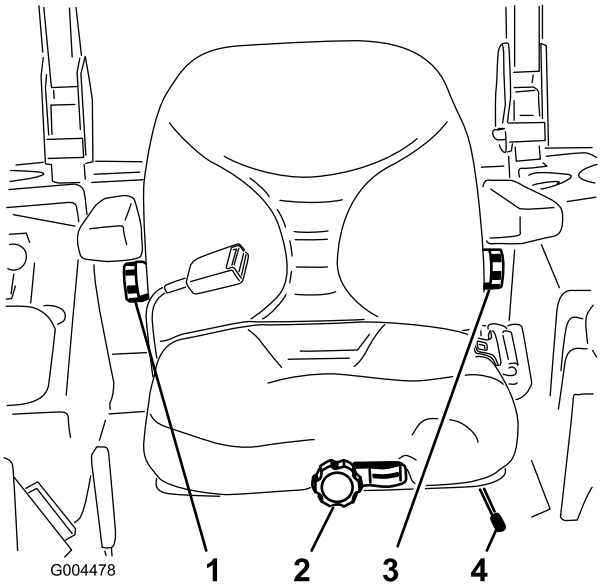

Figur 23
1. För spaken i sidled för att låsa upp sätet och justera det (Figur 23).
Justera genom att vrida ratten framför i endera riktningen när du inte sitter på sätet för att uppnå bästa bekvämlighet (Figur 23).
Justera genom att vrida ratten under det högra armstödet i endera riktningen för att uppnå bästa bekvämlighet (Figur 23).
Justera genom att vrida vredet under det vänstra armstödet i endera riktningen för att uppnå bästa bekvämlighet (Figur 23).